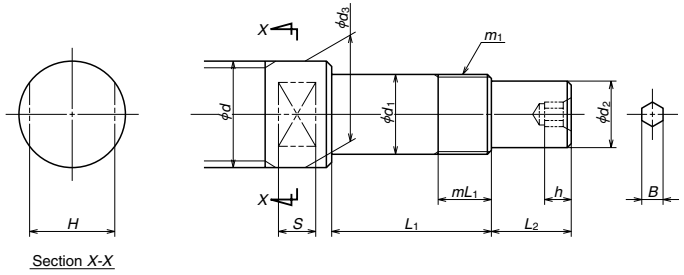

Fig. I-4•3 Configuration of standard shaft end (drive side)
(2) Shapes of nut cross section (Fig. I-4•2)